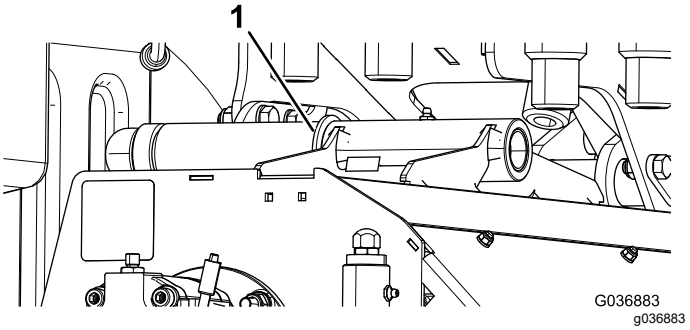

**Figur 77**
**Bemærk:** Gem spændeskiven på den midterste klippeenhed mellem armen og drejestøbningen, såvel som de øvrige skruer og møtrikker (Figur 77).
**Bemærk:** Monter den eksisterende spændeskive på den midterste klippeenhed mellem armen og drejestøbningen (Figur 77).